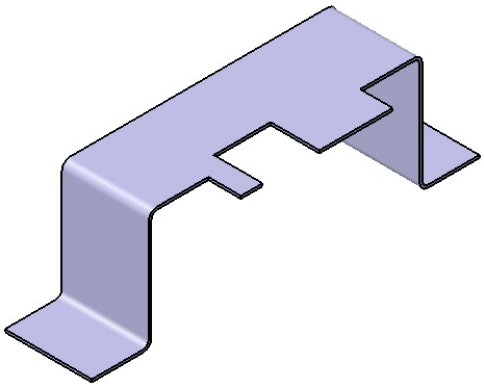

Figure 15-126 *Sheet metal component after creating the flange*
5. Similarly, create another flange of 22 units length on the edge, as shown in Figure 15-126.